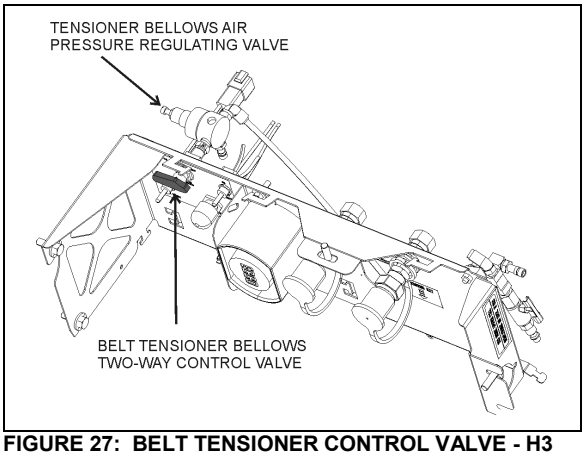

FIGURE 27: BELT TENSIONER CONTROL VALVE - H3 SERIES 12219
2. For vehicles equipped with a 3rd alternator, belt tensioning is also applied through air bellows (Figure 25). Turn the belt tensioner two-way control valve counterclockwise to release bellows pressure (Figure 27).
For H3 series vehicles equipped with a 3rd alternator, (Figure 25) belt tensioning is also applied through air bellows which is adjusted by an air pressure regulating valve pressure (Figure 27). The correct pressure of 45 psi is set at the factory. Periodically verify the pressure at the regulating valve using a pressure gauge and correct if required.
Belt tensioning is applied through air bellows which are adjusted by an air pressure regulating valve (Figure 27). The correct pressure of 45 psi.is set at the factory. Periodically verify the pressure at the regulating valve using a pressure gauge and correct if necessary.